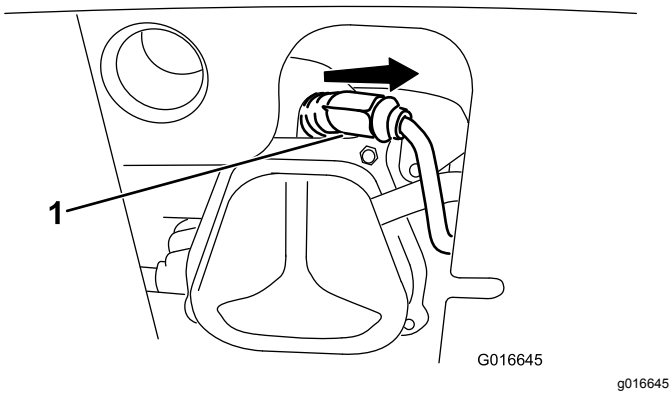

Rysunek 44
1. Zdejmij osłonę (Rysunek 44).